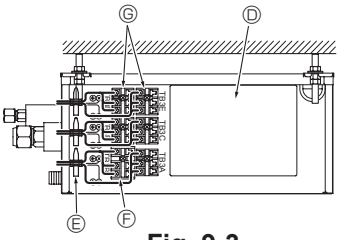

Fig. 9-3
4. Fije cada cable en su sitio mediante grapas sujeta cables. (Fig. 9-3)
5. Conecte firmemente cada cable al bloque de terminales correspondiente. (Fig. 9-3)